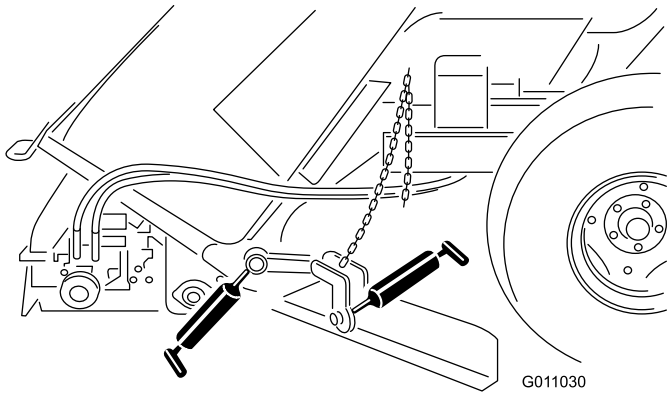

Figur 37
- Skårlægningskniv (Figur 37).
- Skårlægningsknivens nav (Figur 37).